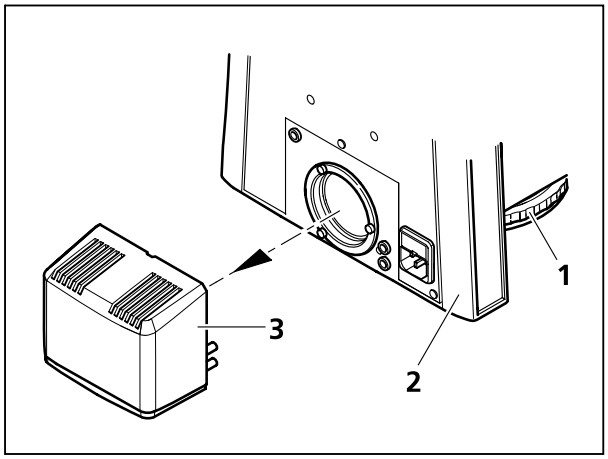

Bild 3-25 Halogenleuchte HAL 50 abnehmen
- Halogenleuchte HAL 50 (Bild 3-25/**3**) von der Rückseite des Stativs (Bild 3-25/**2**) abziehen und mit der geöffneten Seite nach oben ablegen.
Die Intensität ist über das Drehrad (Bild 3-25/**1**) einstellbar.